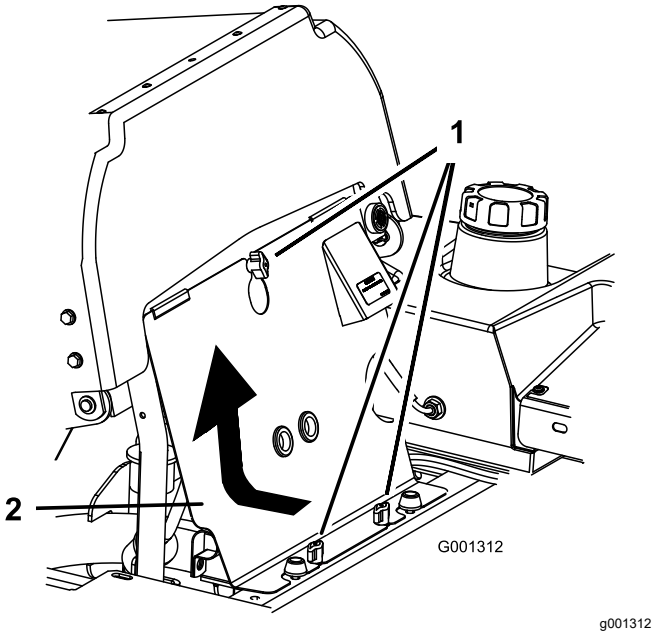

Figuur 62
1. Kantel de stoel naar voren en verwijder het frontpaneel van de motor (Figuur 62).